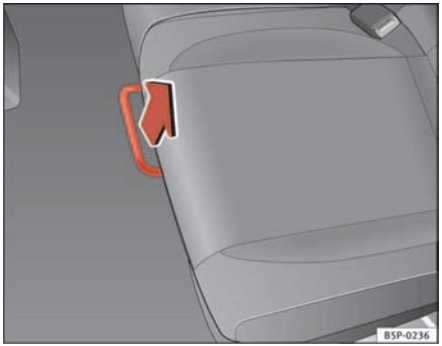

Fig. 95 For unlocking the rear seat
– In the seated position, unlock the lever in the direction of the arrow ⇒ page 131, fig. 95.